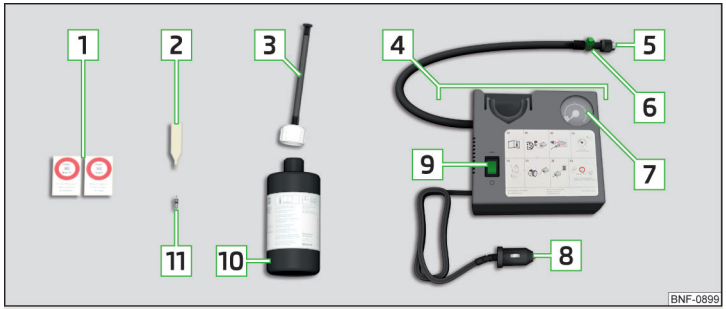

Fig. 282 **Descripción del kit de averías**
- Introducir el atornillador de inserto de válvula 2 » fig. 282 *de la pág. 246* sobre el inserto de válvula de la manera que el inserto de válvula cabe en la ranura del atornillador de inserto de válvula.
- Enrosque fija la manguera de llenado del neumático 5 » fig. 282 *de la pág. 246* sobre la válvula del neumático.